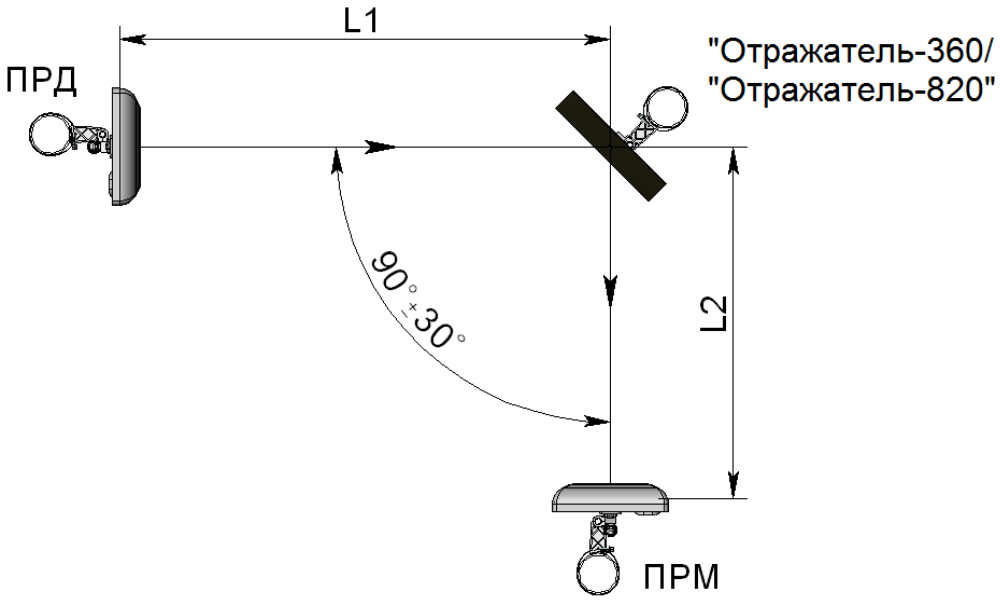

Рисунок 2.10 – Установка извещателя с применением отражателя «Отражатель-360» («Отражатель-820»)
2.3.9.2 При работе извещателя «FMW-3» с «Отражателем-360» (см. рисунок 2.10) суммарная длина зоны обнаружения L1+L2 (где L1 – расстояние между блоком ПРД и отражателем, L2 – расстояние между отражателем и блоком ПРМ) не должна превышать 50 м.